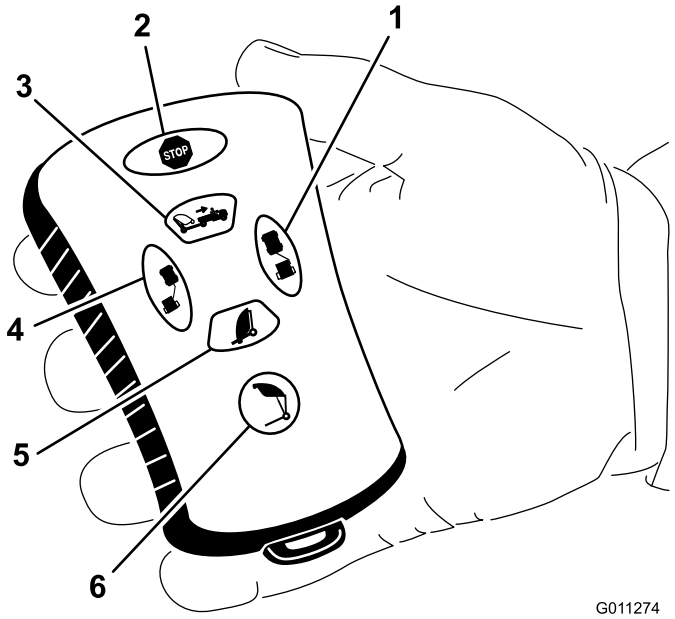

Figur 16
- Trykk på Tømme beholder-knappen (Figur 16).
- Trykk deretter på Forskyning venstre-knappen (Figur 16).
- Trykk deretter på Forskyvning høyre-knappen (Figur 16).
- Trykk deretter på og hold inne Tømme beholder-knappen (Figur 16).
For å senke beholderen, trykker du på Oppsamler ned-knappen (Figur 16). Du kan senke beholderen når den er i én av følgende posisjoner:
For å vri oppsamleren mot venstre, trykker du og holder inne Forskyvning venstre-knappen (Figur 16). Hvis du slipper knappen vil bevegelsen mot venstre stoppe.
For å heve beholderen, trykk på og hold inne Oppsamler opp-knappen til beholderen når ønsket høyde eller stopper i forhåndsdefinert høyde (Figur 16).
For å vri oppsamleren mot høyre, trykker du og holder inne Forskyvning høyre-knappen (Figur 16). Hvis du slipper knappen vil bevegelsen mot høyre stoppe opp.